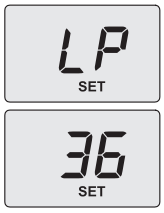

Рисунок 7.4
На дисплее появится надпись "**SET**" (Рисунок 7.4).
- Установив значение на **1** (режим «трубочист» при минимальной температуре горячего водоснабжения), нажмите кнопку 3 для подтверждения. На дисплее появится код **LP**, чередующийся с минимальной температурой горячего водоснабжения (Рисунок 7.4).